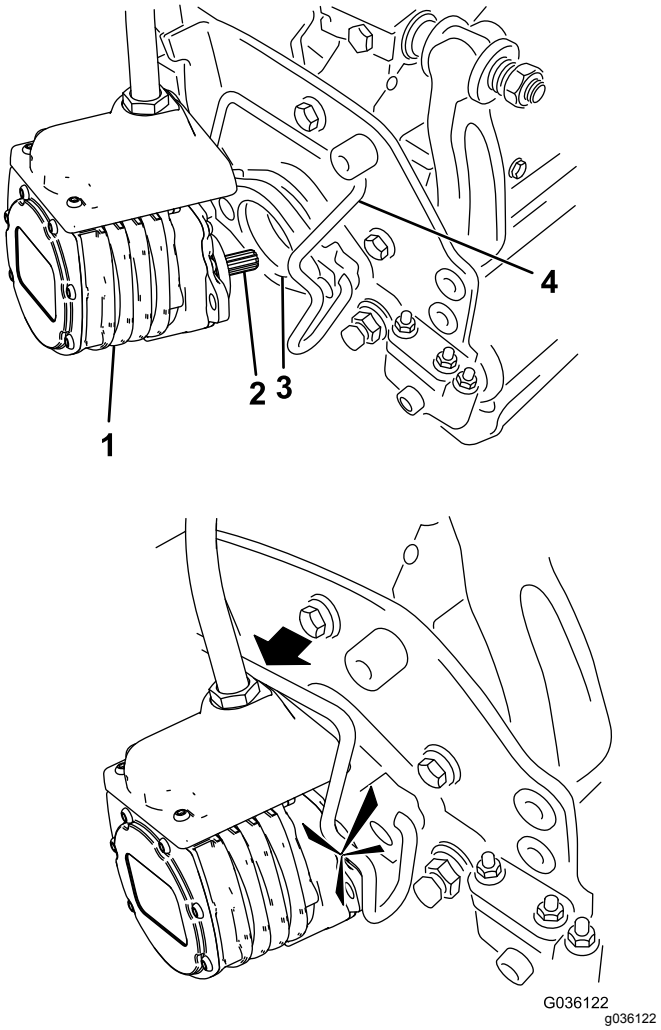

Figur 52
6. Stryk på rent fett på klippenhetsmotorns räfflade axel (Figur 52).
7. För in motorn på vänster sida av klippenheten (sett från förarsätet) och dra motorfäststaget på klippenheten mot motorn tills du hör ett klickljud från båda sidorna av motorn (Figur 52).